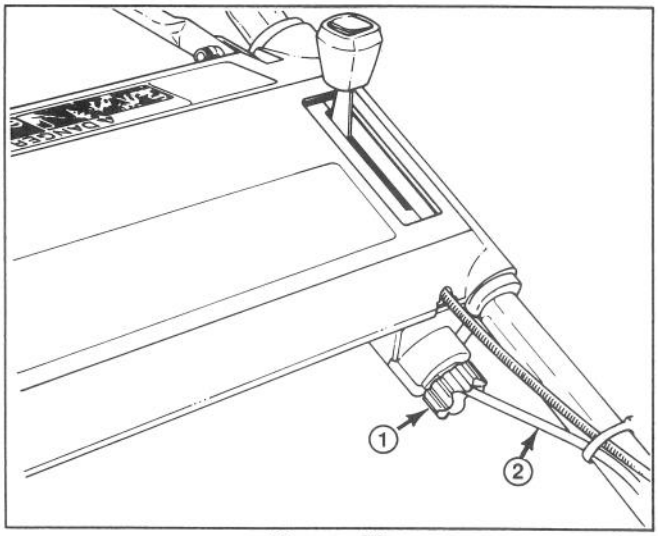

Figure 20
2. Rotate adjustment knob (Fig. 20) 1/2 turn clockwise to tighten drive belt or 1/2 turn counterclockwise to loosen belt. Hold control cable while rotating to prevent cable from turning.